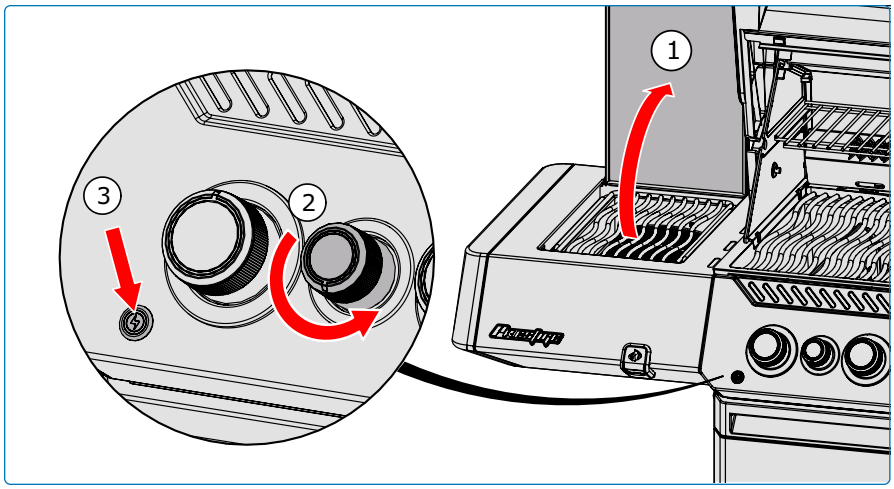

Fig. 7
4. Si el quemador no se enciende en 5 segundos, gire la perilla de control del quemador en sentido horario hasta la posición APAGADO. Espere 5 minutos. Repita los pasos 2 y 3. **(Fig. 7)** o consulte «Instrucciones de encendido alternativas»